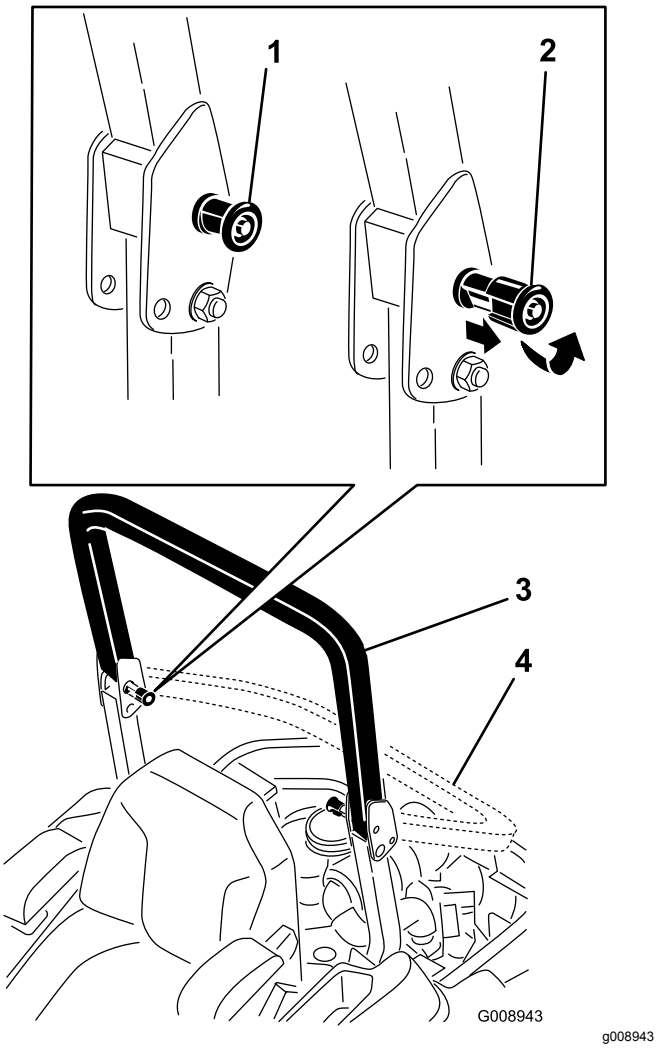

Bild 6
2. Ziehen Sie beide Handräder heraus und drehen sie um 90°, damit sie nicht eingerastet sind (Bild 6).
3. Senken Sie den Überrollbügel ab (Bild 6).
4. Zum Hochklappen des Überrollbügels heben Sie ihn an und drehen die Handräder so, dass sie teilweise in den Schlitzen sitzen (Bild 6).
5. Klappen Sie den Überrollbügel ganz hoch und drücken Sie gleichzeitig auf den oberen Überrollbügel, damit die Stifte einrasten, wenn die Löcher mit den Stiften ausgefluchtet sind (Bild 6).